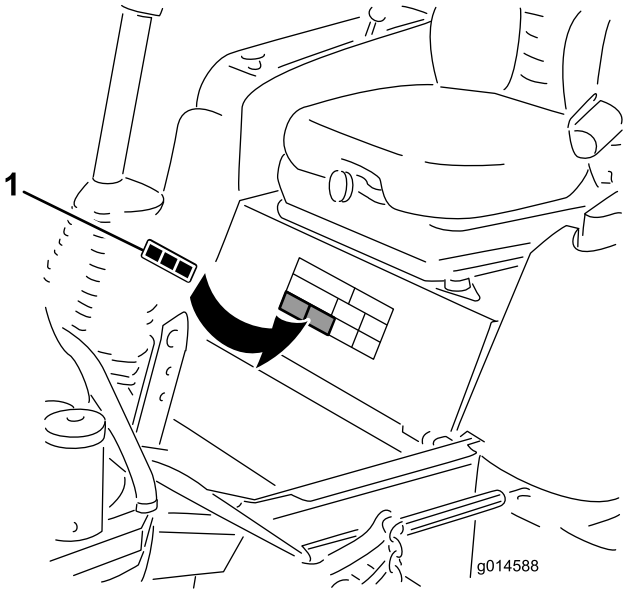

Figure 9
1. Nettoyez soigneusement la surface où l'autocollant doit être apposé (Figure 9).